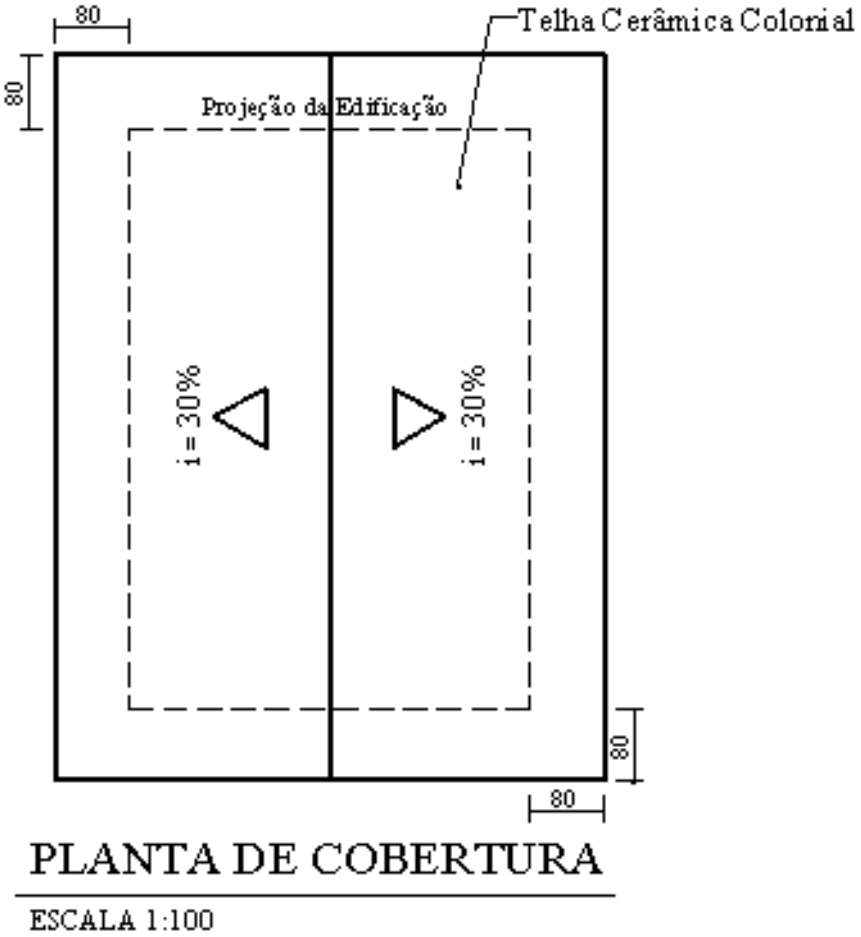

FIGURA 56
C.7.2) Inclinação do Telhado: Deve ser indicada a inclinação, em porcentagem, das águas ou planos da cobertura, bem como o sentido da inclinação (FIGURA 56). Até mesmo as chamadas lajes planas possuem, na verdade, uma inclinação mínima, que também deverá ser indicada.
C.7.3) Tipo de Material: Deve-se indicar os tipos de material que constituem a cobertura (FIGURA 56). A paginação do telhado é opcional.
C.7.4) Cotas: Na planta de cobertura somente devem ser cotados os beirais. Deve-se, portanto, indicar a projeção da edificação, em linha tracejada fina e seguida de texto indicativo (FIGURA 56).